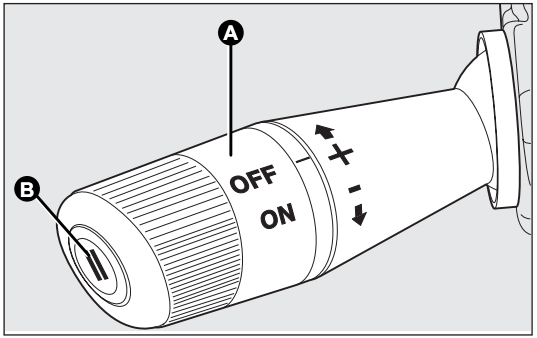

fig. 48
Turn the twist switch A - fig. 48 to ON.
- ❒ turn twist switch A-fig. 48 to ON and depress the accelerator pedal until the vehicle reaches the required speed;
❒ press button B-fig. 48.
❒ pressing the button B – fig. 48 when the device is adjusting the speed (for versions/markets, where provided);
❒ pressing the accelerator pedal; in this case, the system is not really de-activated but the request for acceleration takes priority. The cruise control is, however, active and you do not need to press button B - fig. 48 to restore the previous conditions after accelerating.